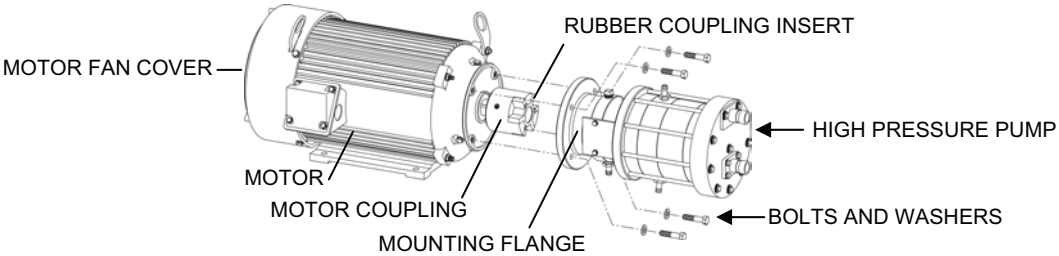

Figure 2. Removing the High Pressure Pump from Its Motor.
1) Remove the four motor fan cover screws and the motor fan cover (see Figure 2).